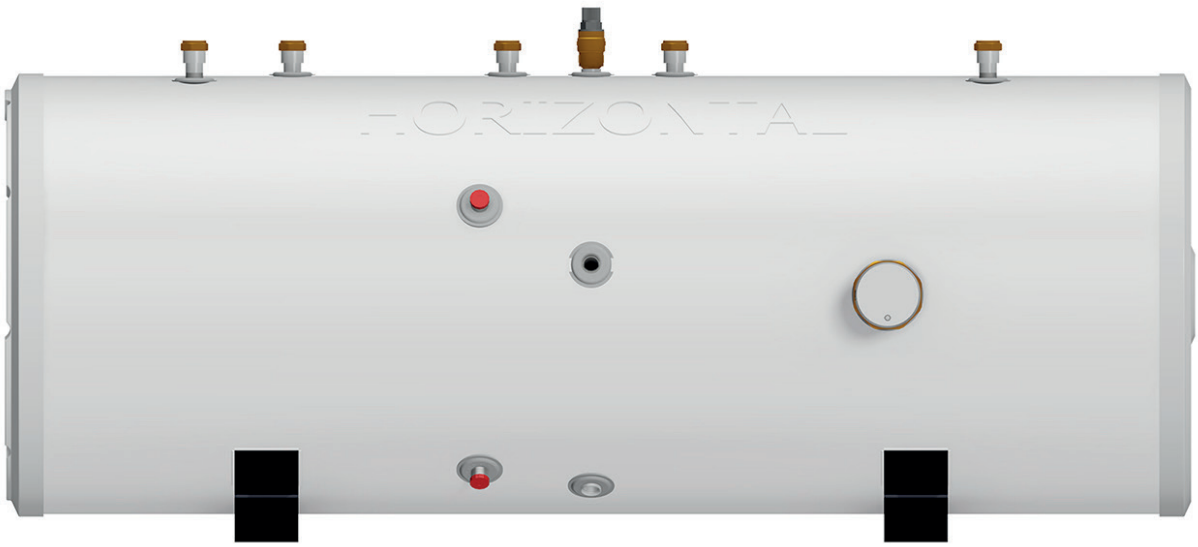

Figure 2 - StainlessLite Plus Horizontal Indirect Solar
2. **StainlessLite Plus Horizontal Indirect Solar** - For providing hot water by solar gains and gas or oil boilers (Figure 2). Unvented cylinders must not be used with solid fuel boilers or steam as the energy source.